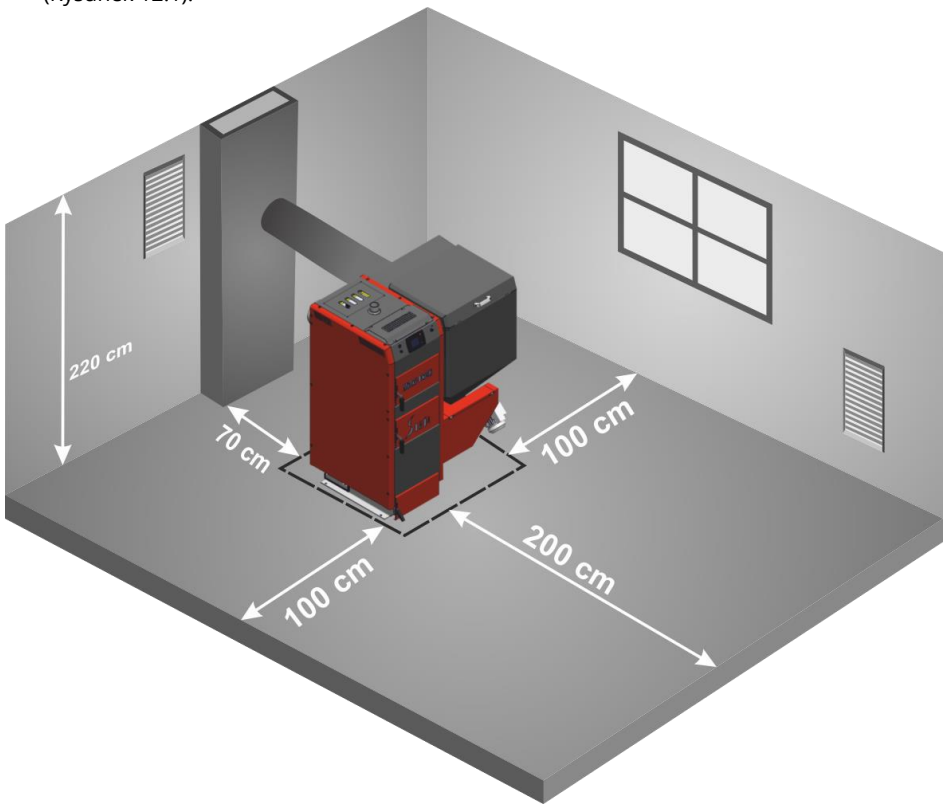

Rysunek 12.1 Minimalne odległości ustawienia kotła w kotłowni
- Ustawienie kotła z minimalnymi wymaganymi odległościami przedstawia schemat kotłowni (Rysunek 12.1).